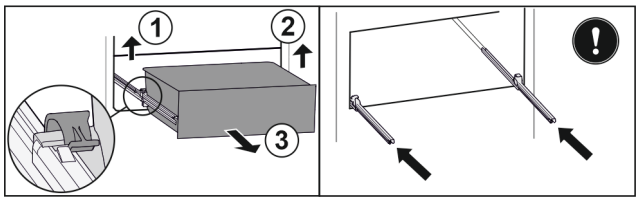

Fig. 119
▶ Linke Klemme anheben und gleichzeitig Schubfach links nach vorne ziehen. *Fig. 119 (1)*
▶ Rechte Klemme anheben und gleichzeitig Schubfach rechts nach vorne ziehen. *Fig. 119 (2)*
▶ Schubfach nach vorne entnehmen. *Fig. 119 (3)*